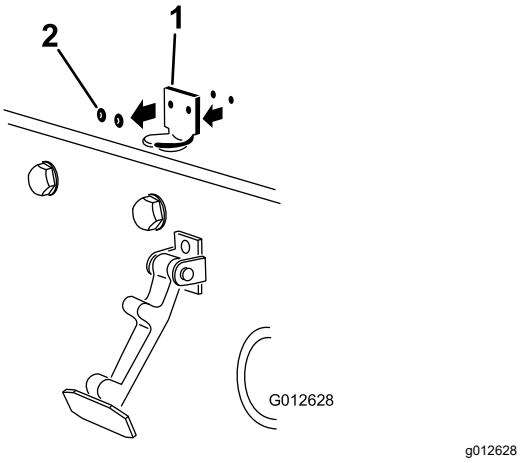

Figuur 15
2. Verwijder de (2) popnagels waarmee de beugel van de motorkapvergrendeling is bevestigd aan de motorkap (Figuur 15) en verwijder de vergrendelbeugel van de motorkap.